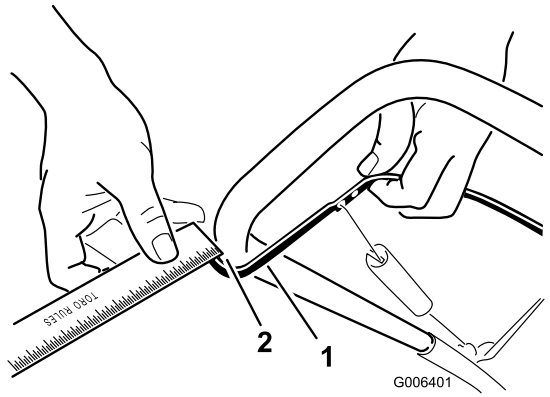

图25
朝着手柄方向，向后移动控制杆，以消除控制电缆的松弛（图25）。
注意： 确保控制杆与手柄之间的间距为 2～3mm（图25）。
2. 需要时，将 Z 型接头在调节器拉杆上向上或向下移动一个孔，使控制杆与手柄之间的间距达到 2～3mm（图25）。